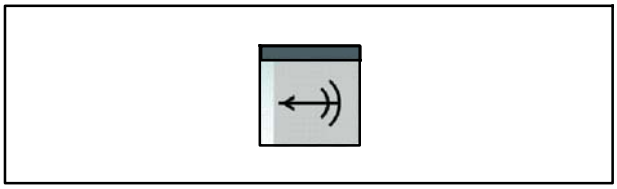

Fig. 130 Touche Marche lente
2. Appuyer une fois sur la touche Marche lente (Fig. 130) pour présélectionner la marche lente > la DEL s'allume.
3. Appuyer de nouveau sur la touche Marche lente (Fig. 130) > lorsque les portes roulantes sont ouvertes, la bobine du côté enrouleur est enroulée pendant 1 minute à une vitesse réduite définie.